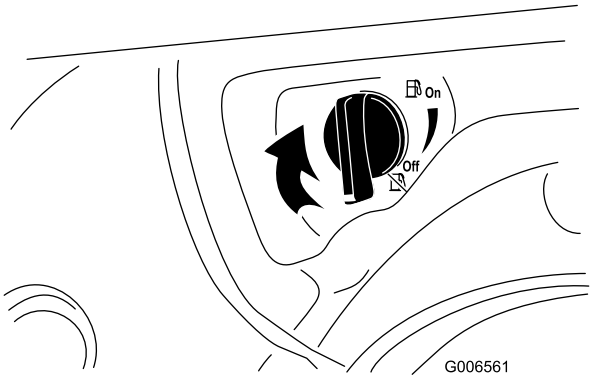

Figur 27
4. Steng drivstoffavstengningsventilen ved å rotere den med klokken (Figur 27).